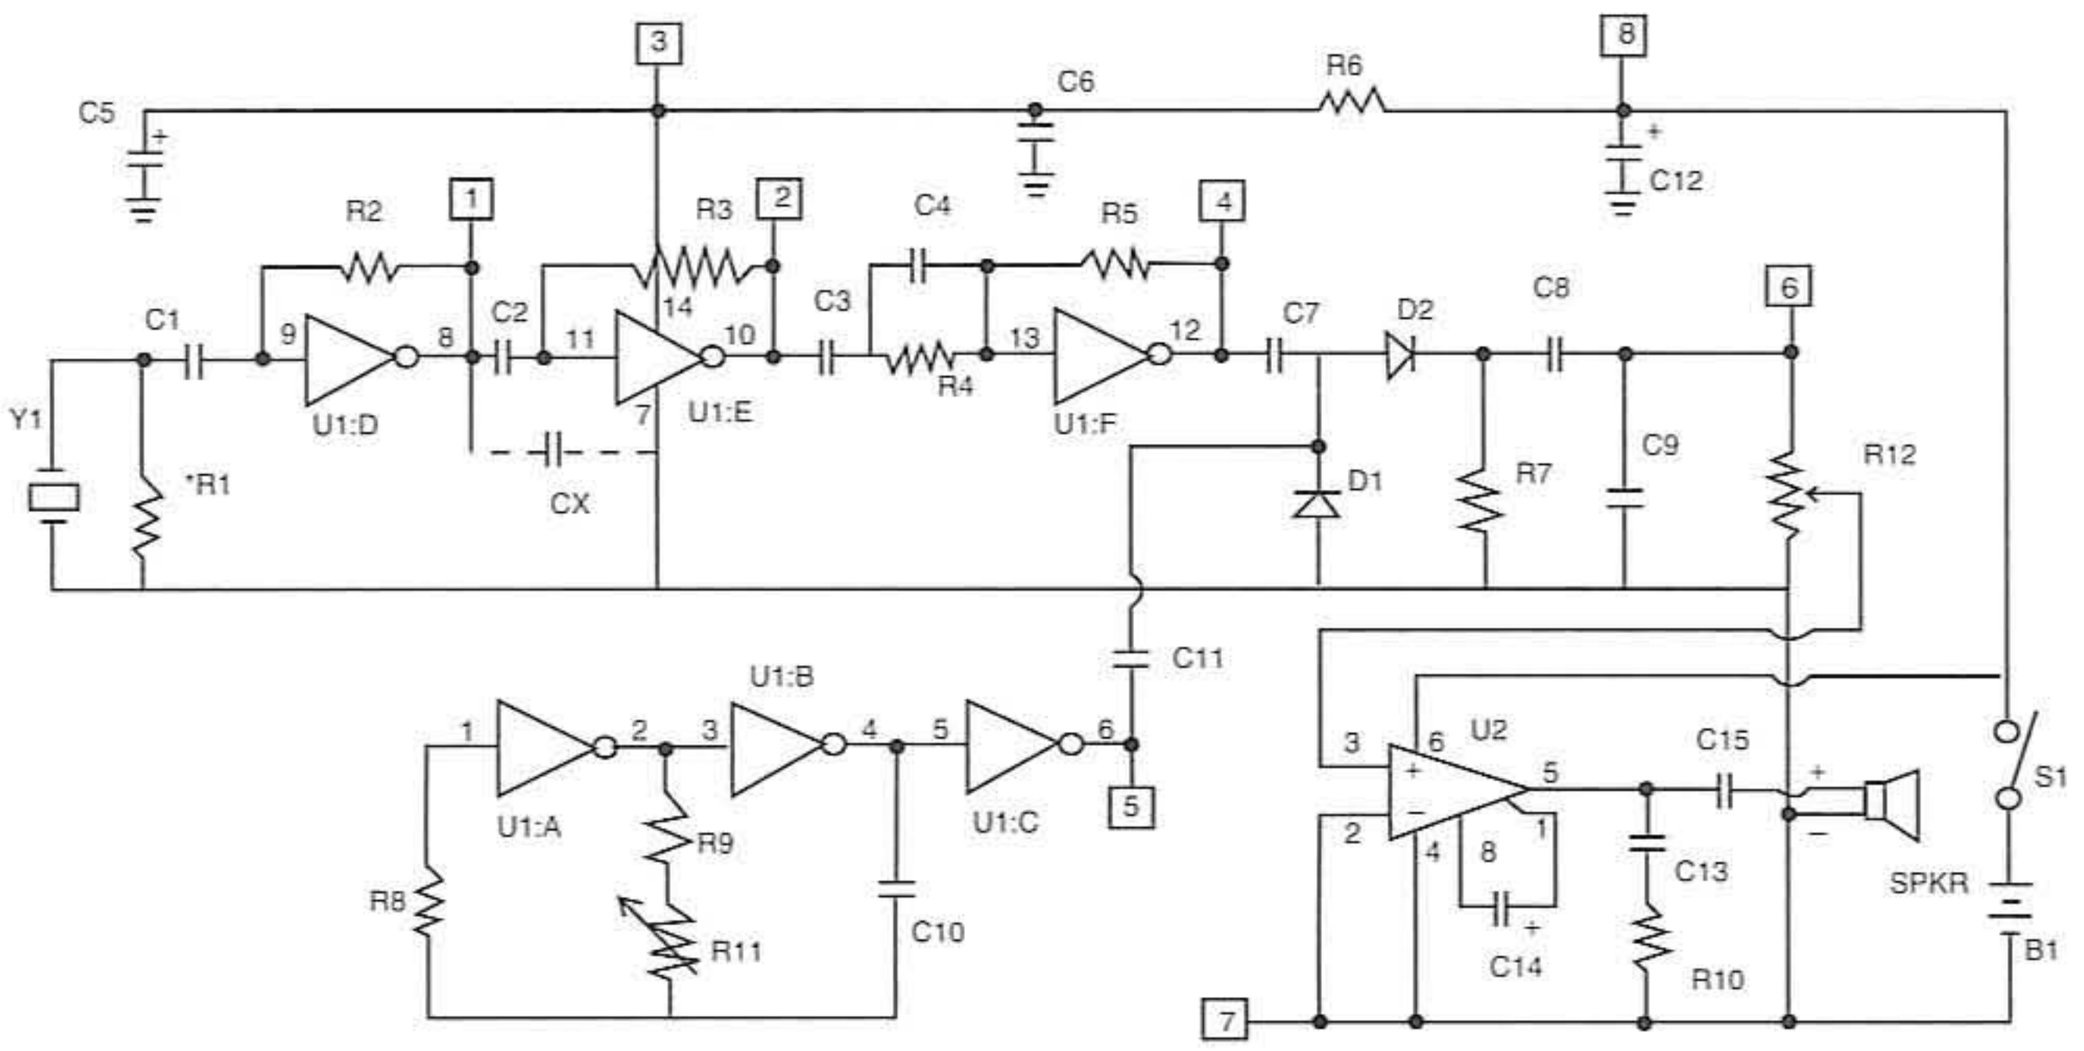

Figure 1-12 *Ultrasonic listener circuit*
A special *piezoelectric* ultrasonic transducer acts as a microphone and is used to detect the high-frequency ultrasound waves. Whenever sound pressure is applied to the transducer, it will produce a small voltage at its output terminal. The frequency response of this transducer peaks around 40 KHz but will work from 20 to 100 KHz. This weak signal from the transducer is passed to input pin 9 of the CD14069 *integrated circuit* (IC) at U1:a, a hex inverter IC. This digital IC operates in the linear mode by connecting feedback resistors R2, R3, and R5 from the inverters' outputs back to their inputs. The weak signal from the transducer goes through three stages of amplification at U1:d, U1:e, and U1:f. The signal is then rectified and coupled to the mixer by C7, as shown in Figure 1-12.
In the mixer circuit, the amplified incoming signal (FI) from C7, and the signal of the local oscillator (LO) from C11 are mixed by diodes D1 and D2 and the sum of frequencies (LO + FI). They are filtered by C9, as shown in Figure 1-12. The difference of frequencies (LO − FI) are amplified by an audio amplifier at U2 and the LM386 power amplifier IC. The LM386 amplifier can provide up to 1 watt of output to an 8-ohm speaker. VR1 is a volume control, which is used to control the output of the sound level from the power amplifier.